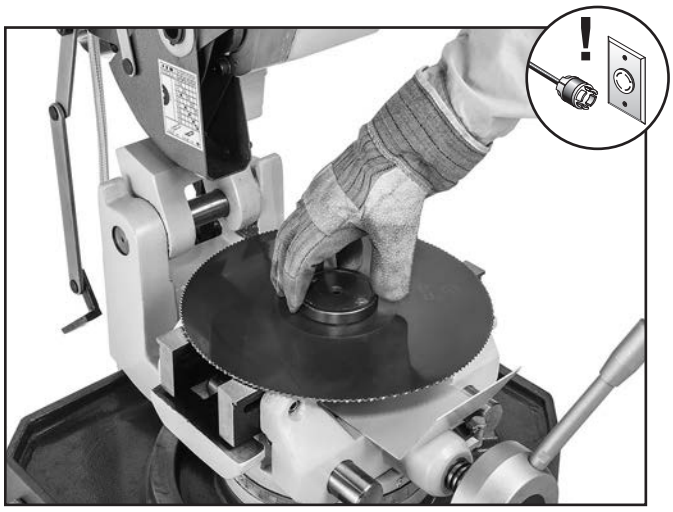

Figure 23. Installing blade flange onto new blade.
6. Align and place blade flange on new blade, as shown in **Figure 23**.